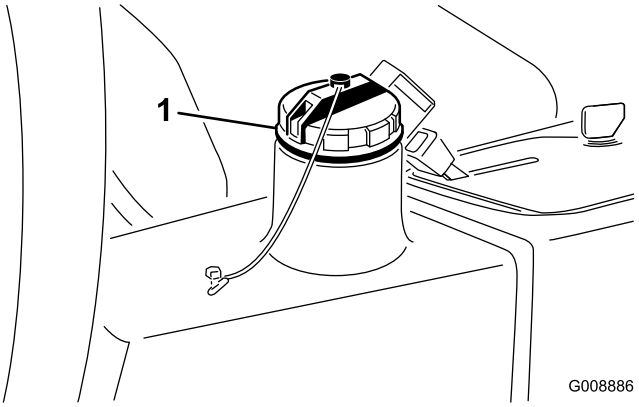

**Figur 25**
2. Gör rent omkring påfyllningsröret och hydraultanklocket (Figur 25). Skruva av locket.